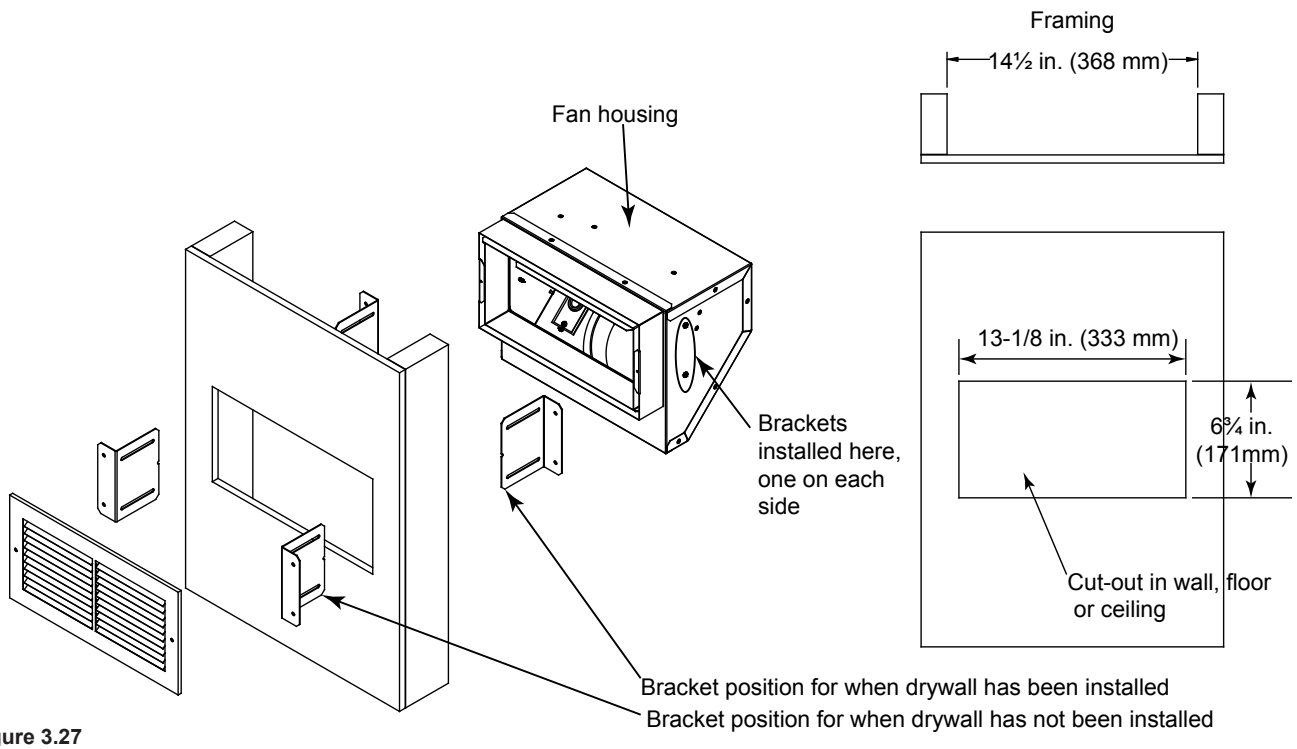

Figure 3.27
- Determine the location for the air register and fan housing assembly. Cut a 6-3/4 in. x 13-1/8 in. (213 mm x 333 mm) hole between framing members (wall studs or floor joists). Attach the brackets to the fan housing with the screws provided. The brackets can be rotated 180° and mounted to the back side of the 2 x 4 if necessary. See Figure 3.27.